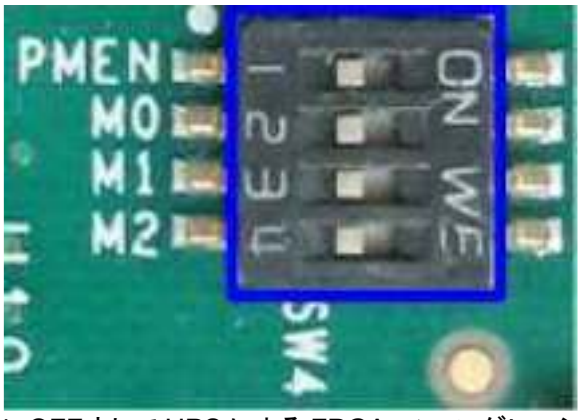

図 2-5: SW4 の bit2-4=OFF として HPS による FPGA コンフィグレーションをイネーブル設定
- Arria10SoC ボードの場合、HPS での FPGA コンフィグレーションをイネーブルにします。 図 2-5 に示すように SW4 の bit[2]-[4]を OFF とします